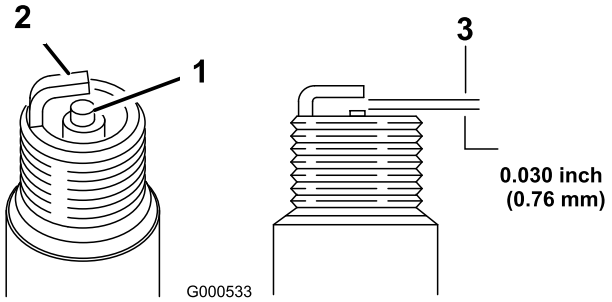

Figur 23
5. Ställ in mellanrummet på det nya stiftet till 0,76 mm (Figur 23).